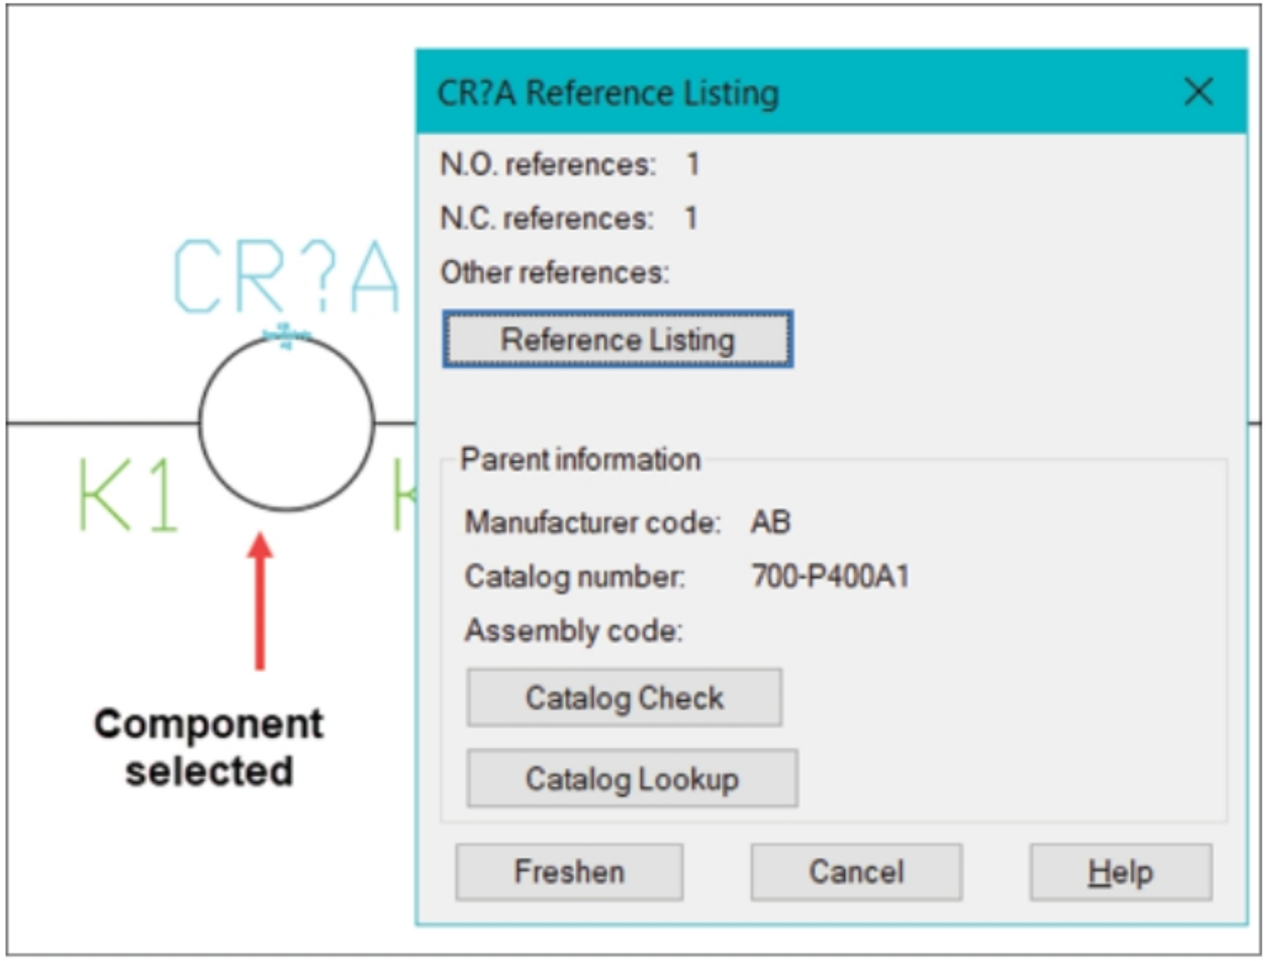

Figure-58. Reference Listing dialog box
- Select desired component. The **Reference Listing** dialog box will be displayed; refer to Figure-58.